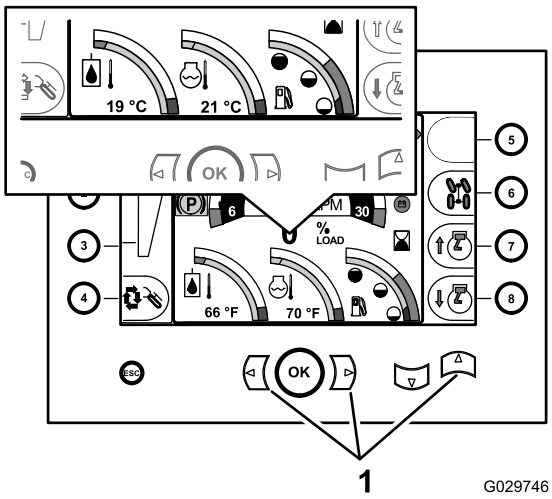

Figura 32
1. Visualizzate la schermata home del centro di comando (Figura 32).
2. Premete i pulsanti sinistro+destro+su (Figura 32).